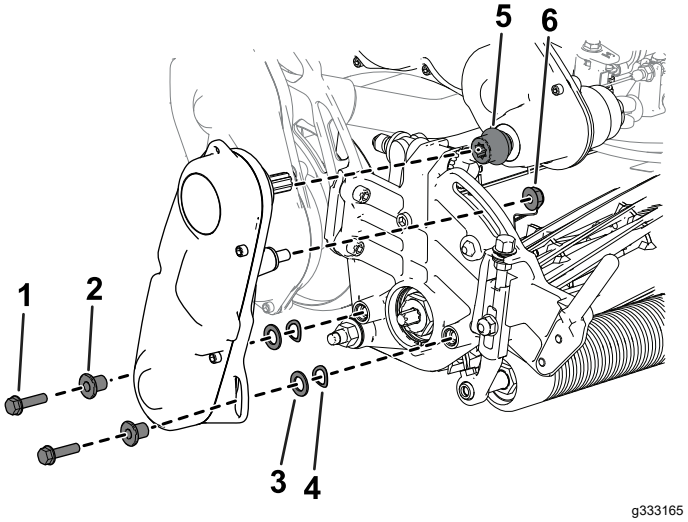

Rysunek 49
3. Zdejmij zespół napędu wrzeciona z jednostki tnącej (Rysunek 49) i zachowaj elementy mocujące.